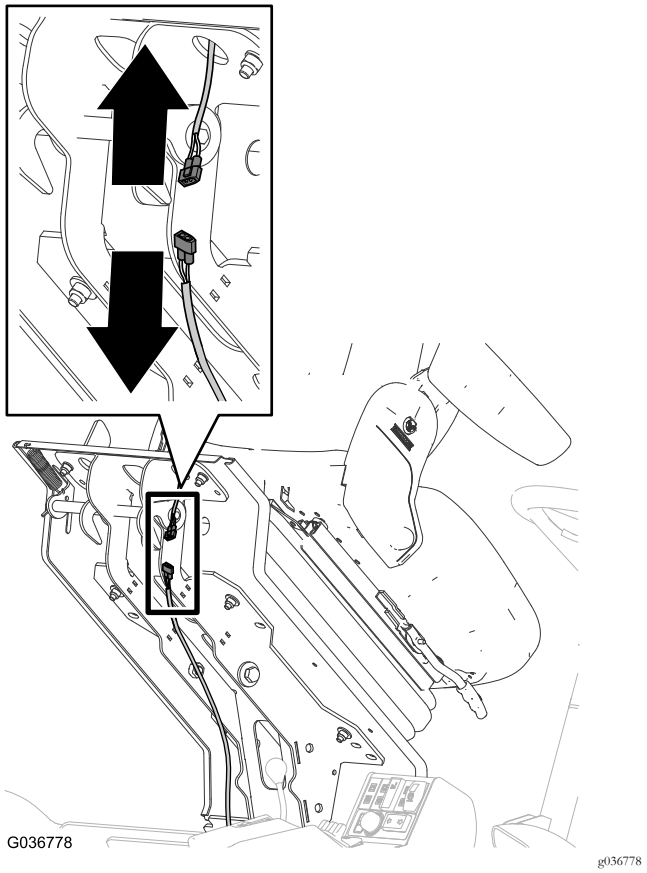

Figura 8
1. Scollegate il connettore per il cablaggio preassemblato dell'interruttore del sedile dal connettore del cablaggio preassemblato della macchina (Figura 8)..